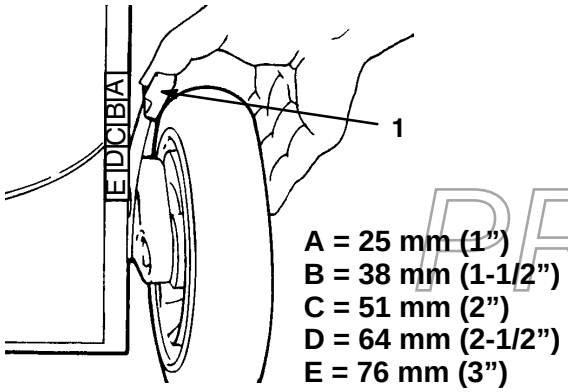

Abbildung 16
3. Den Schnitthöhenhebel des Rasenmähers zum Rad drücken und zum entsprechenden Buchstaben am Rasenmähergehäuse schieben (Abb. 16).